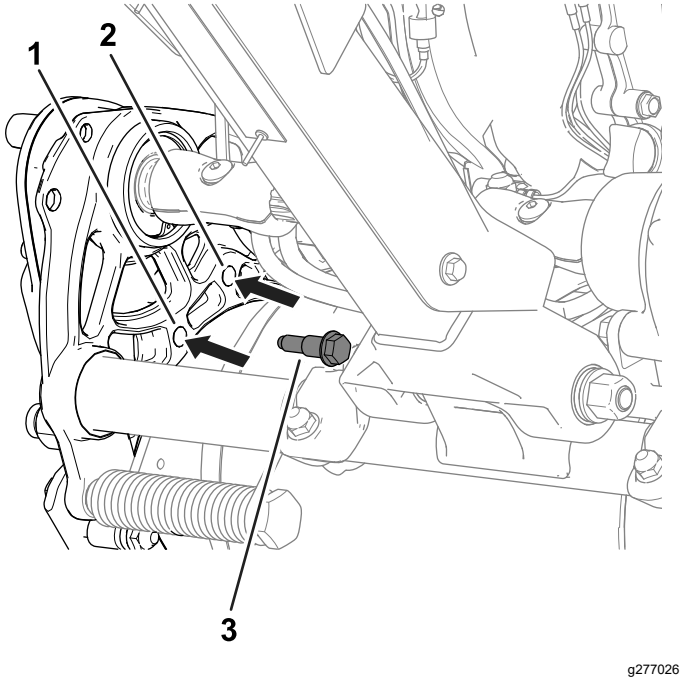

Rysunek 21
2. Wykręć śruby stopniowane (Rysunek 21) mocujące obudowę napędu bębna do ramy po obu stronach maszyny.
4. Wykorzystując wykręcone wcześniej śruby stopniowane, zamocuj obudowę napędu do ramy (Rysunek 21).